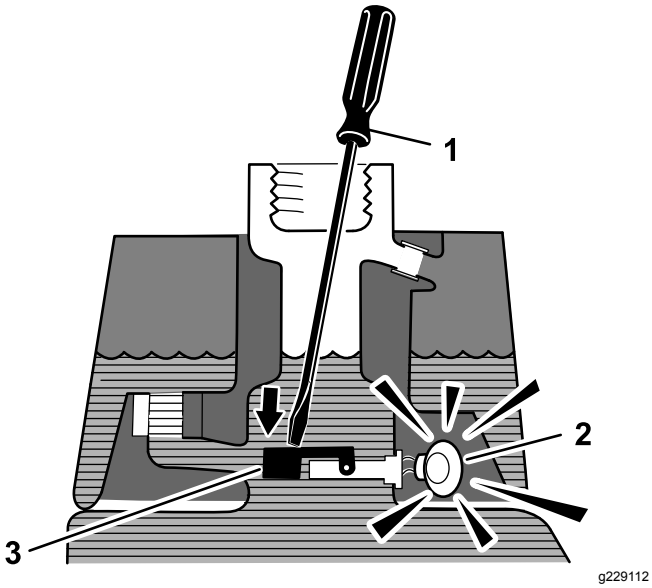

**Figur 42**
3. För in en ren pinne eller skruvmejsel i tankröret och tryck försiktigt nedåt på flottörbrytaren (Figur 42). Larmet ska ljuda efter tidsfördröjningen på en sekund.